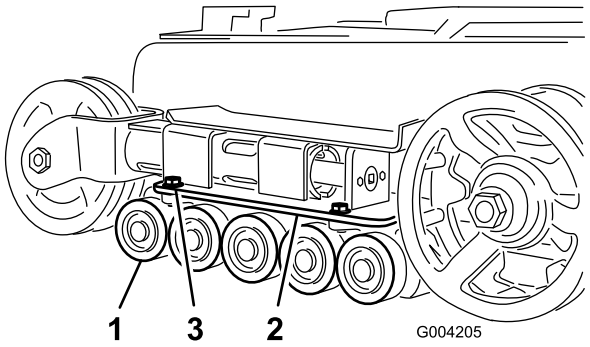

**Figuur 44**
2. Draai de 4 bouten los waarmee de onderste rupsbandgeleider met de wegwielen is bevestigd en verwijder de schroeven (Figuur 44).